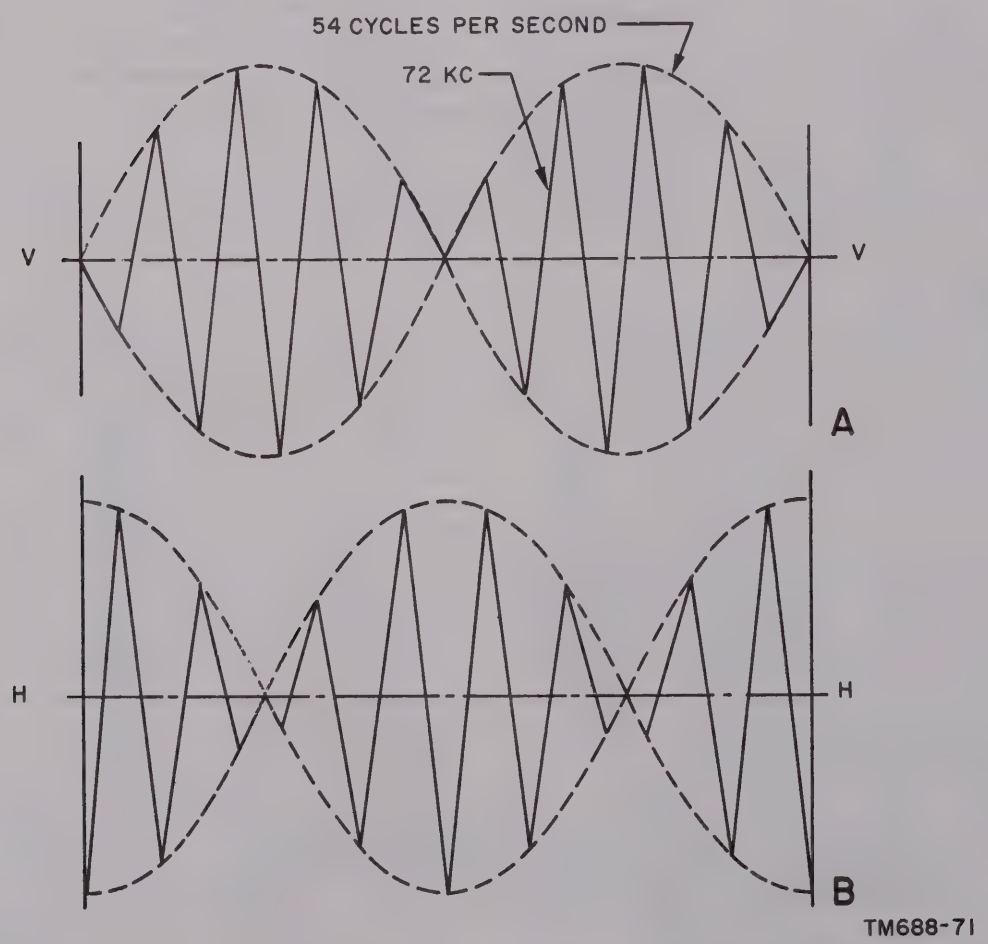

Figure 75. Phase relationship of horizontal and vertical components of the no-signal indicator sweep.
c. The stator outputs under no signal condition are illustrated in figure 75. When the rotor winding is perpendicular to a stator winding, minimum voltage is induced in the stator. When the rotor is parallel to the stator, maximum voltage is induced in the stator. When the rotor is rotated through 360°, there are two positions in which the rotor is perpendicular to a particular stator and two positions in which the rotor is parallel to the stator. The speed of rotation of the rotor is 27 revolutions per second. Two maximums and two minimums are produced per revolution. The 72-kc stator outputs, therefore, are amplitude-modulated at 54 cps. The stators are arranged at right angles to each other and when the rotor is parallel to one stator, it is perpendicular to the other. When minimum voltage is induced in one stator, maximum voltage is induced in the other. That is, the 54-cps amplitude modulation of the two